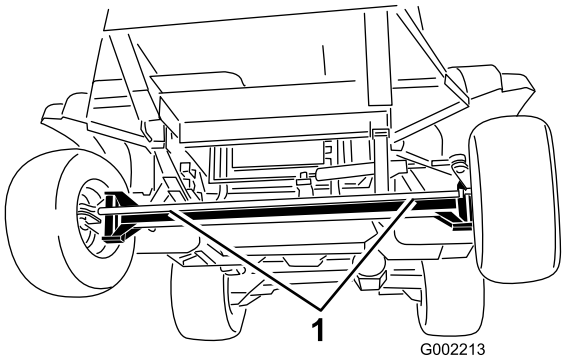
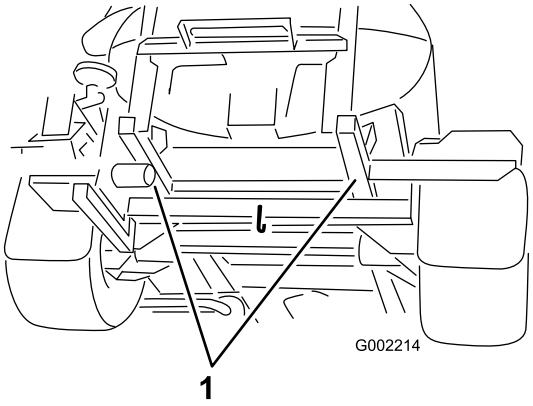

Bild 61
Bild 62
4. Bringen Sie eine Schleppleine am Rahmen an, siehe Abschleppstellen vorne und hinten (Bild 61 und Bild 62).